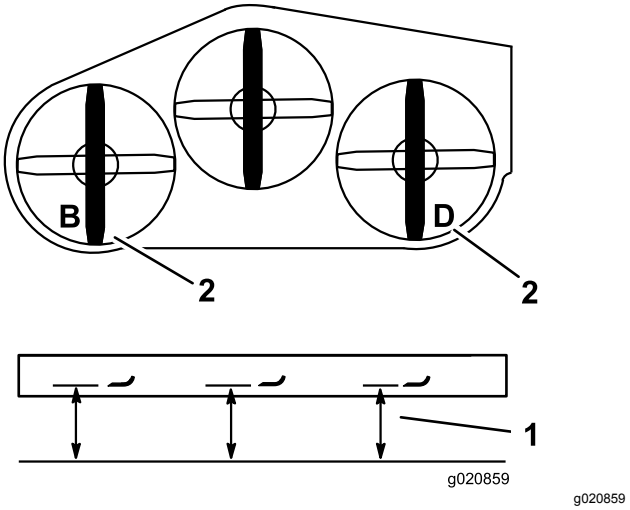

Figur 84
2. Mål den venstre skærekniv ved punktet **B** fra en plan overflade til knivspidsens skarpe kant, og noter dette tal (Figur 84).
3. Mål den højre skærekniv ved punktet **D** fra en plan overflade til knivspidsens skarpe kant, og noter dette tal (Figur 84).
Bemærk: Afstanden fra punkt **B** skal ligge inden for 3 mm fra punkt **D** (Figur 84). Hvis det ikke er korrekt, skal du gøre følgende: